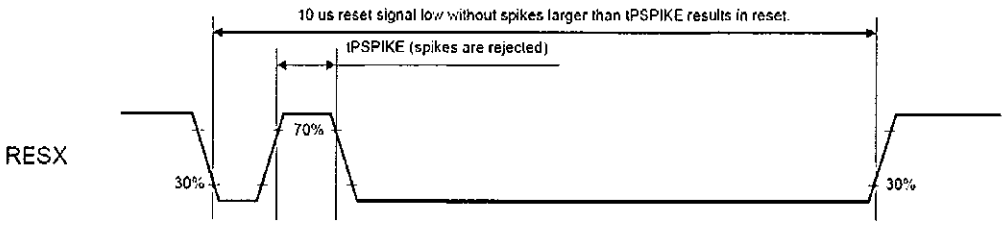

Fig.13
4. Noise spike rejection applies to RESX.(See Fig.13, tPSPIKE= Max20ns)